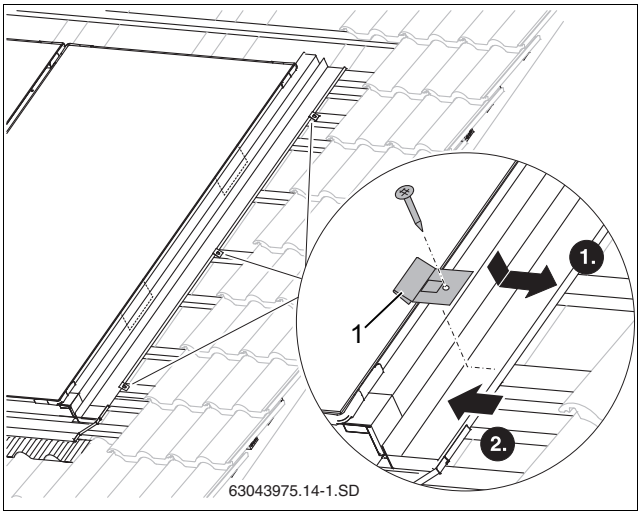

Рис. 49 Крепление бокового накладного листа
- Уложите прихват (рис. 49, [1]) в кант бокового накладного листа.